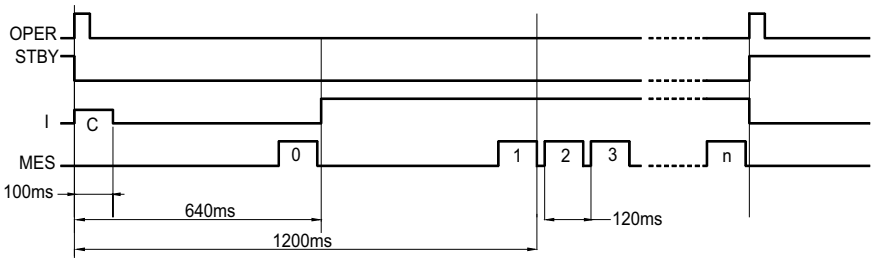

Figure 4-5
5. The current (I) is switched on at the start of a measurement and remains on continuously until the unit is manually returned to the Stand-by state by pressing the **START/STOP** button.
7. All subsequent measurements comprise only a Vn measurement as V_0 remains in memory. The timing sequence for measurement is shown in Figure 4-5.